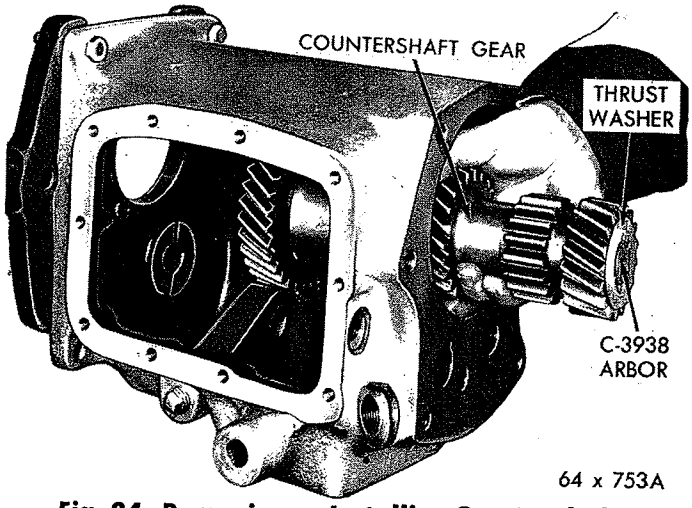

*Fig. 24—Removing or Installing Countershaft Gear and Arbor*
(5) Remove snap ring and 16 bearing rollers from cavity in the drive pinion.
(6) Remove countershaft gear from bottom of the case (Fig. 24).
(7) Remove arbor and the 76 needle type bearings, thrust washers and spacer, from center of the countershaft gear.
(4) Install countershaft gear assembly into the case (Fig. 24). Allow gear assembly to rest on bottom of the case. (Be sure thrustwashers stay in position.)